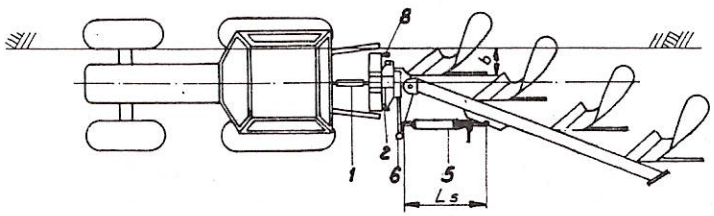
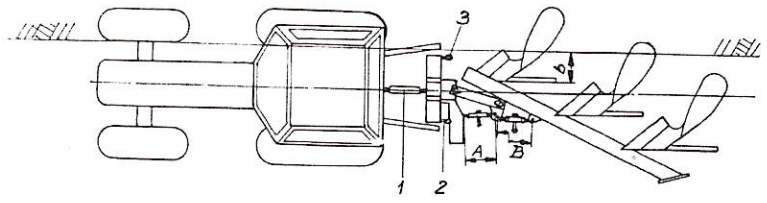

Rys. 6 Wstępna regulacja pługa **IBIS XXL.**
Rys. 6a Wstępna regulacja pługa **IBIS - M;L;XL**
- sprawdź wstępne wypoziomowanie pługa w kierunku podłużnym. Regulacji dokonuje się za pomocą górnego łącznika ciągnika (poz.**1 Rys.6, Rys.6a),**
- podnieś lekko pług i cylindrem bocznym **-Rys.6** (lub wrzecionem **A - Rys.6a)** przestaw ramę z korpusami tak, aby linie płóz były równoległe do osi symetrii ciągnika. Po ustawieniu odpowiedniej długości cylindra bocznego lub wrzeciona należy dokręcić docisk
- opuść pług nie opierając go całym ciężarem o podłoże. Wrzecionem suwaka - **Rys.6** poz.**6** (lub wrzecionem **B -Rys.6a**) przesuwając ramę względem przodka ustaw szerokość b pierwszego korpusu (odległość od ściany wewnętrznej opony do linii płozu pierwszego korpusu); W przypadku pługów IBIS M,L,XL skoryguj dodatkowo równoległość płóz wrzecionem A.